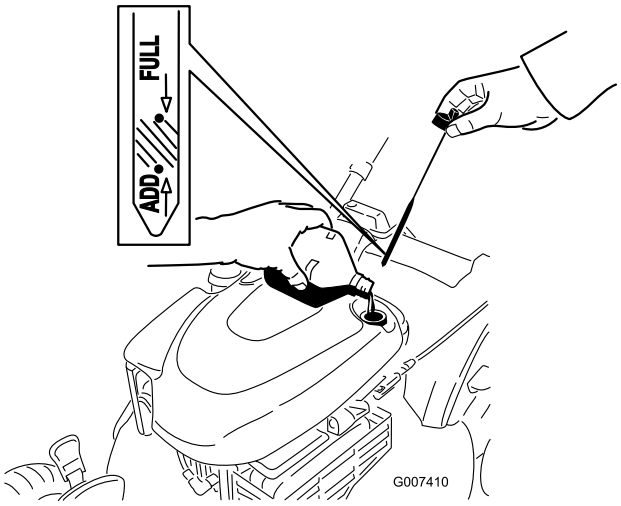

Figur 5
1. Fjern peilestaven (Figur 5).
2. Hell olje **sakte** inn i oljepåfyllingsrøret til oljenivået når Full-merket på peilestaven (Figur 5). **Fyll ikke på for mye.** (Maks. påfyll: 0,59 l, type: SAE 30 rensende bilolje med API-serviceklassifisering SF, SG, SH, SJ, SL eller høyere.)